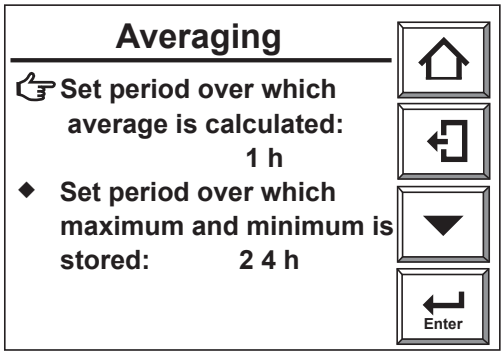

Figure 8.19 Average / Max. / Min. Setup
3) Select [Others] then [Averaging]. The display of Figure 8.19 appears.